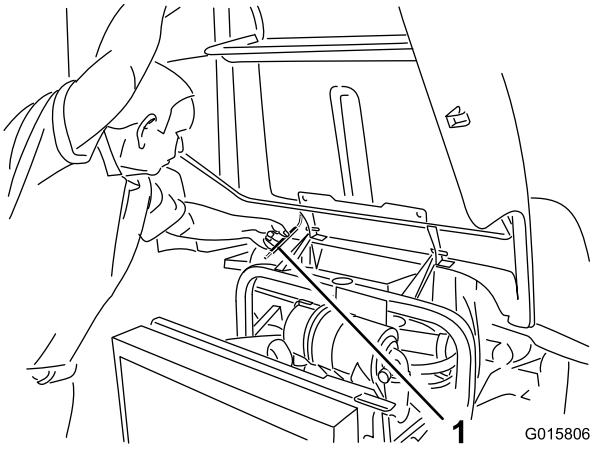

Figura 2
- Levante el capó hasta que la varilla pueda colocarse detrás del tubo del bastidor (Figura 2).